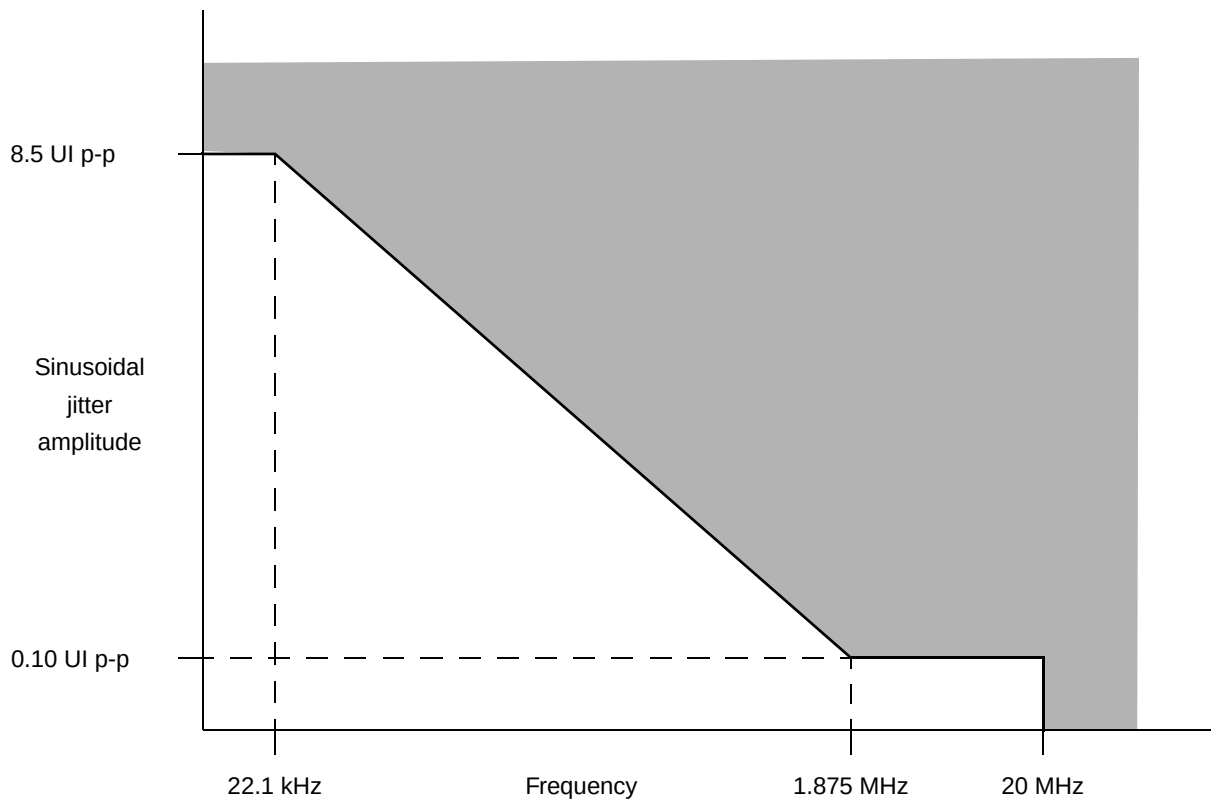

Figure 44. Single-Frequency Sinusoidal Jitter Limits
2. Total jitter is composed of three components: deterministic jitter, random jitter, and single frequency sinusoidal jitter. The sinusoidal jitter may have any amplitude and frequency in the unshaded region of Figure 44. The sinusoidal jitter component is included to ensure margin for low frequency jitter, wander, noise, crosstalk, and other variable system effects.